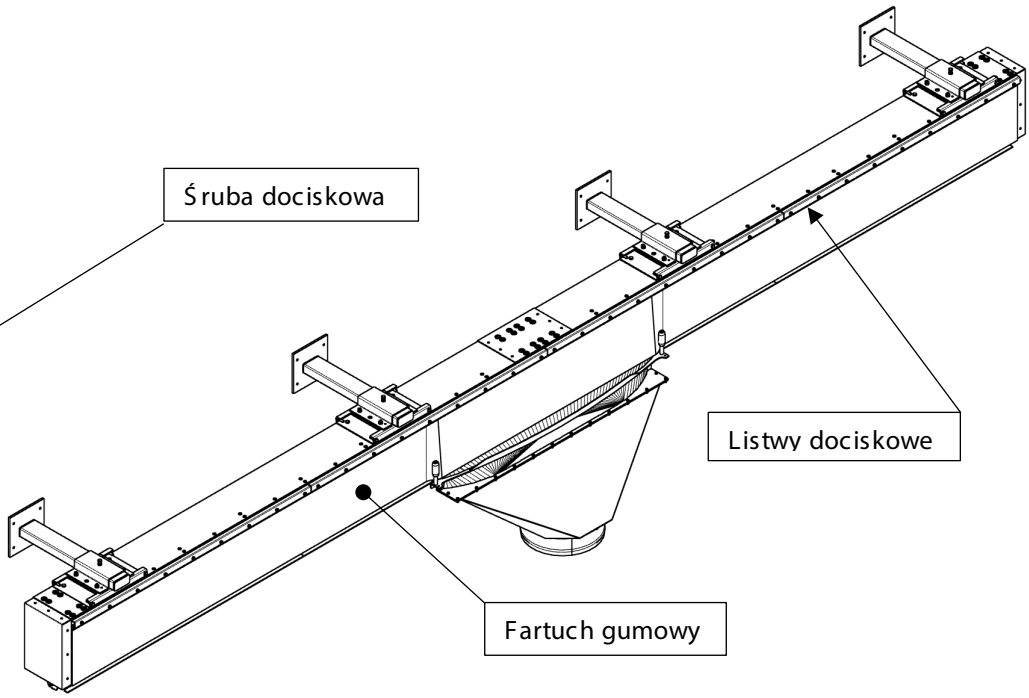

Rysunek 26
C. Odkręć listwy dociskające fartuch gumowy do kanału i zdemontuj fartuch – patrz Rysunek 26 na str. 28.